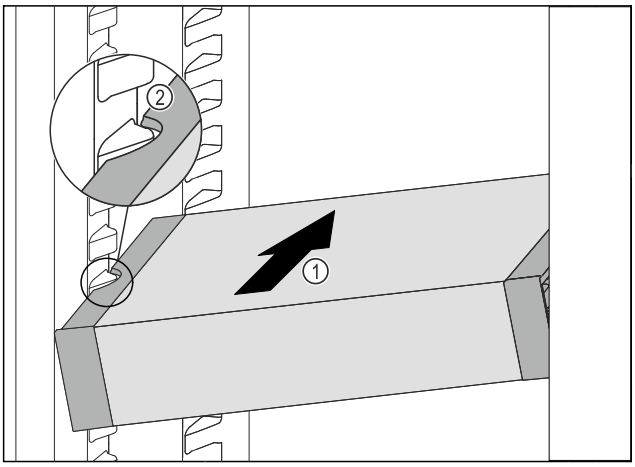

Fig. 156
▶ Predal VarioSafe potiskajte poševno v hladilnik *Fig. 156 (1)*, dokler stranska izreza *Fig. 156 (2)* predala VarioSafe nista na višini nastavka za posodo v hladilniku.